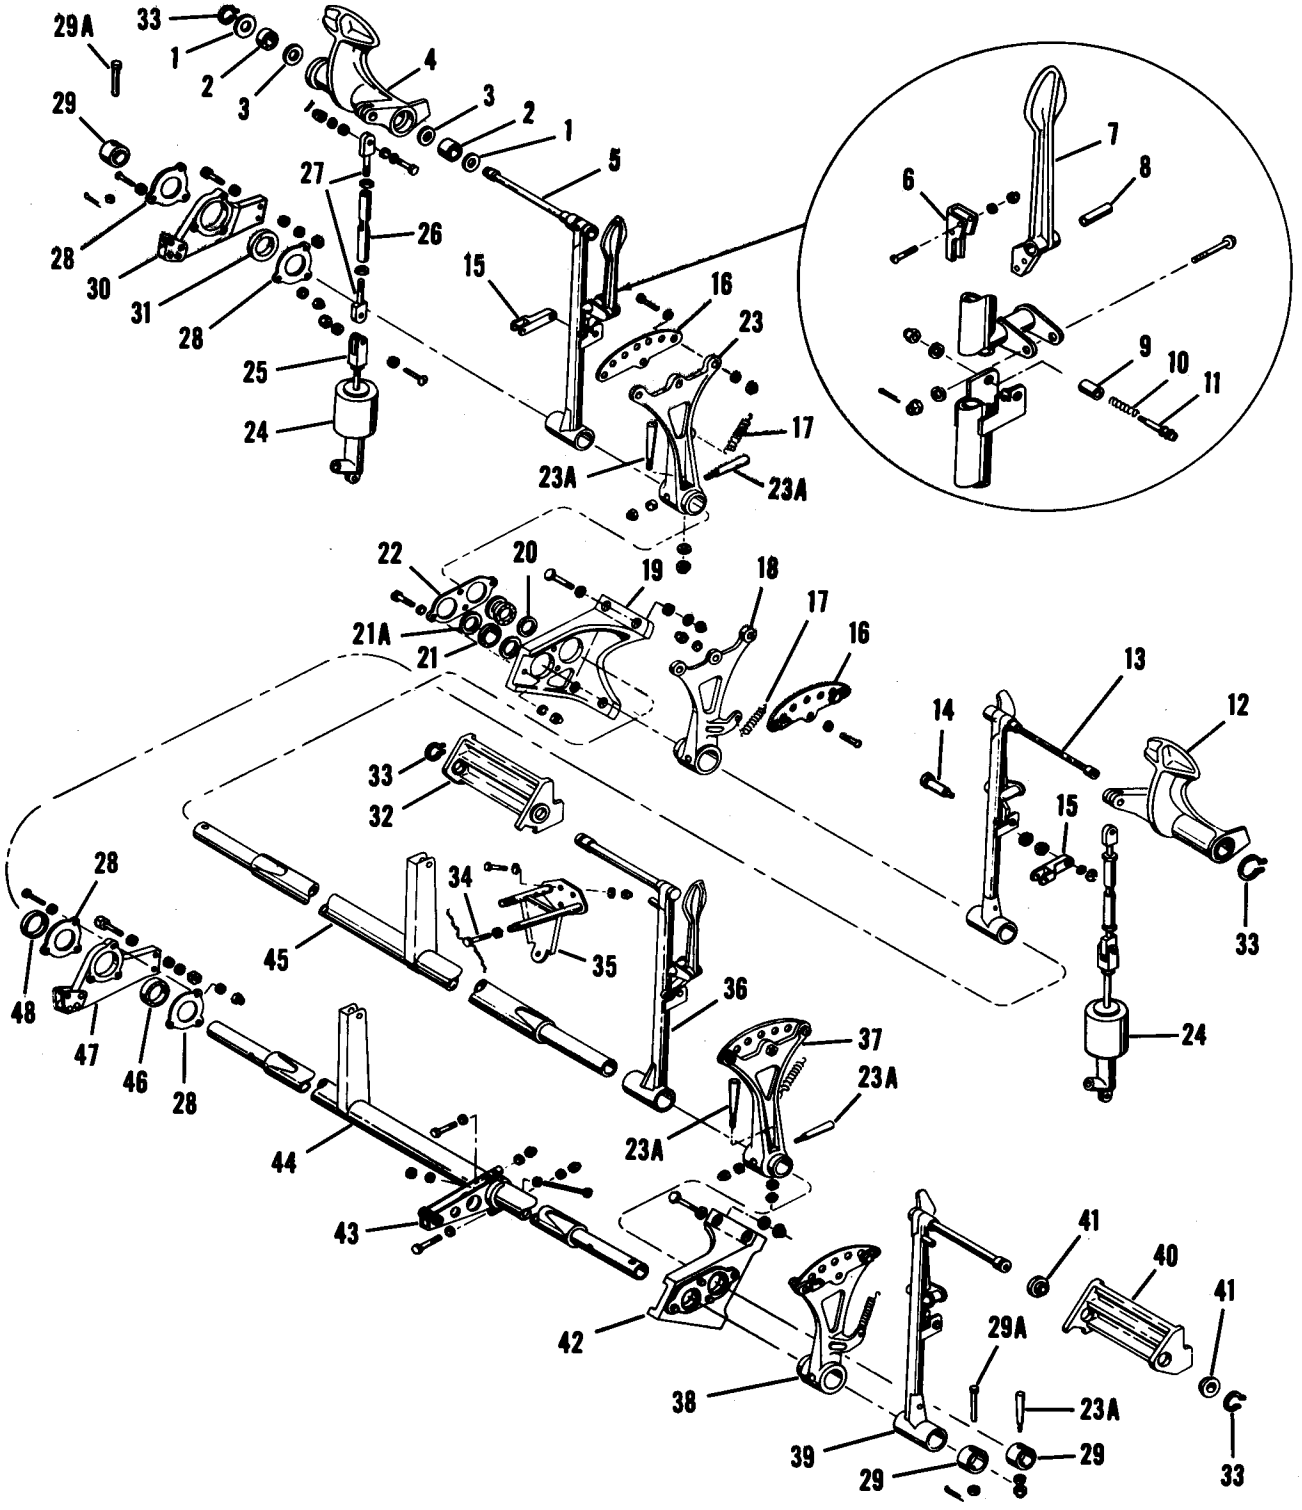

Figure 2-13. Directional Pedals
2-72. DESCRIPTION. (See figure 2-13.) The directional control pedals actuate the flight controls to obtain directional control of the helicopter. The pilot's and co-pilot's pedals are interconnected by torque tubes. A pin latch is provided on each pedal so that it may be adjusted by the pilot or co-pilot for greater operating comfort. The hydraulic wheel brake master cylinders are attached to the pilot's pedal assemblies and operate the brakes when the toe of each pedal is depressed. The right or left pedal can be depressed individually for turning or both pedals can be depressed simultaneously for *moderate deceleration* or parking. The brakes can not be operated by the co-pilot's pedals.
2-73. REMOVAL. (See figure 2-13.) The directional control pedal assembly is removed as follows:
2-74. DISASSEMBLY. (See figure 2-13.) The directional control pedal assembly is disassembled as follows:
NOMENCLATURE KEY FOR FIGURE 2-13
2-76. ASSEMBLY. (See figure 2-13.)
c. Assemble all parts on the two torque tubes (44 and 45) in the order shown in figure 2-13 and secure with the taper pins.
d. The nuts and bolts which attach the brake cylinder upper rod end (27) to the pilot's pedals and the brake cylinders to their supports should be tightened only finger tight.